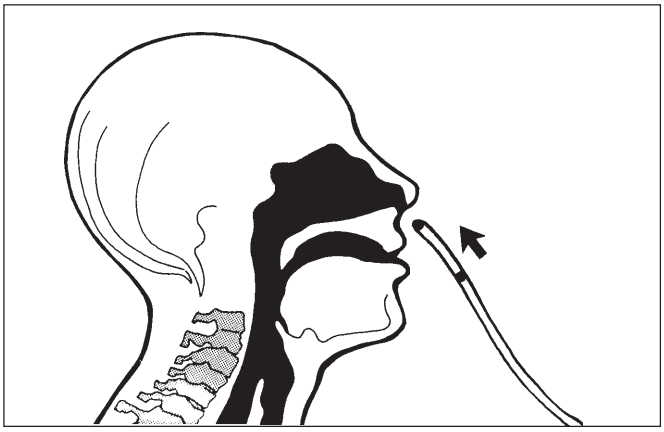

Bild 10.3-5. Einführen des Katheters
- Führen Sie den Katheter mit der konvexen Seite der Krümmung nach oben (kranial) in die Nase ein (Bild 10.3-5).